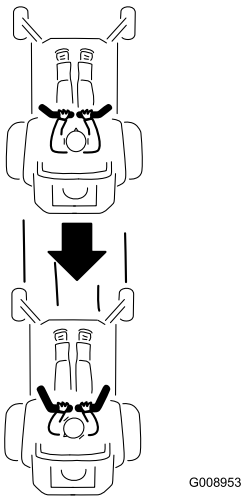

Figur 20
2. Se bagud og træk langsomt bevægelseshåndtagene tilbage for at bakke (Figur 20).
Kør lige ud ved at påføre begge bevægelseshåndtag samme tryk (Figur 20).